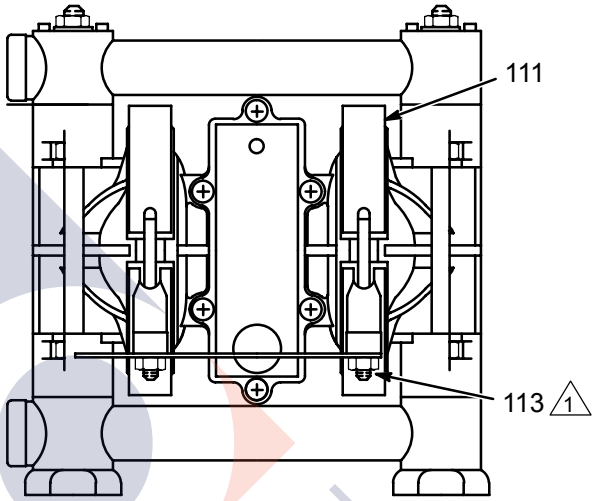

Fig. 9
When tightening the clamps (111), apply thread lubricant to the bolts and ***be sure*** to torque the nuts (113) to 50 to 60 in-lb (5.6 to 6.8 N•m). See Fig. 9. See **Torque Sequence**, page 32.